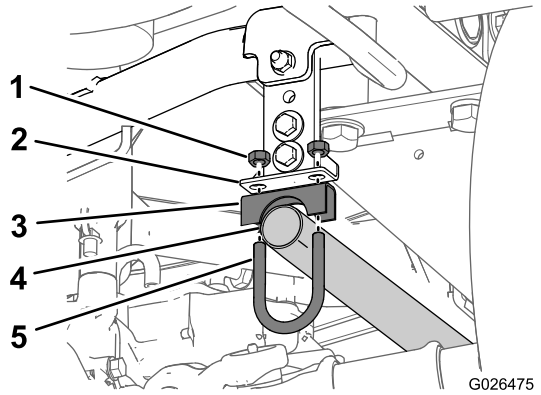

Рисунок 11
2. Наденьте концевую выхлопную трубу (вблизи гибкого соединения) на конец приемной трубы так, чтобы приемная труба была полностью задвинута в выхлопную трубу (Рисунок 11).
3. Прикрепите свободный конец выхлопной трубы к кронштейну выхлопной трубы с помощью собранных U-образного болта (1-1/4 дюйма), скобы крепления (1-1/4 дюйма) и 2 гаек (Рисунок 11).
4. Соберите U-образный болт (1-1/4 дюйма), скобу крепления (1-1/4 дюйма) и 2 гайки на сочленении выхлопной трубы и приемной трубы (Рисунок 11).
Примечание: Не затягивайте хомут на кронштейне выхлопной трубы (Рисунок 11).